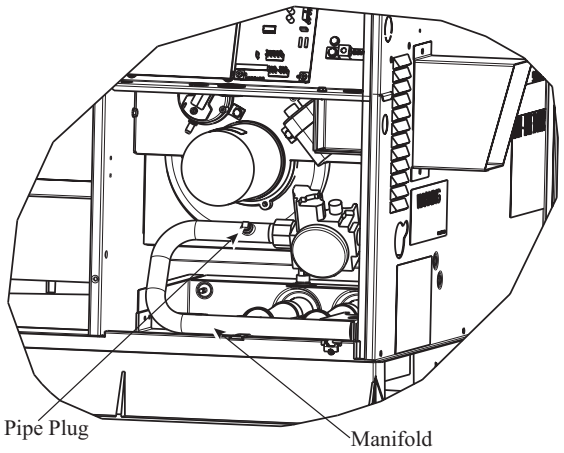

**Fig. 10 - Burner Assembly**
2. Remove pipe plug on manifold (See Fig. 10) and connect manometer. Turn on gas supply to unit.
4. Turn off gas supply to unit. Remove manometer from pressure tap and replace pipe plug on gas valve. (See Fig. 10.) Turn on gas to unit and check for leaks.